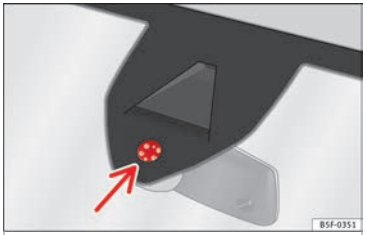

Fig. 141 Rain sensor sensitive surface
Possible causes of faults and mistaken readings *on the sensitive surface* ››› **Fig. 141** of the rain sensor include:
- **Clean the sensitive surface of the rain sensor regularly and check the blades for damage ››› Fig. 141 (arrow).**